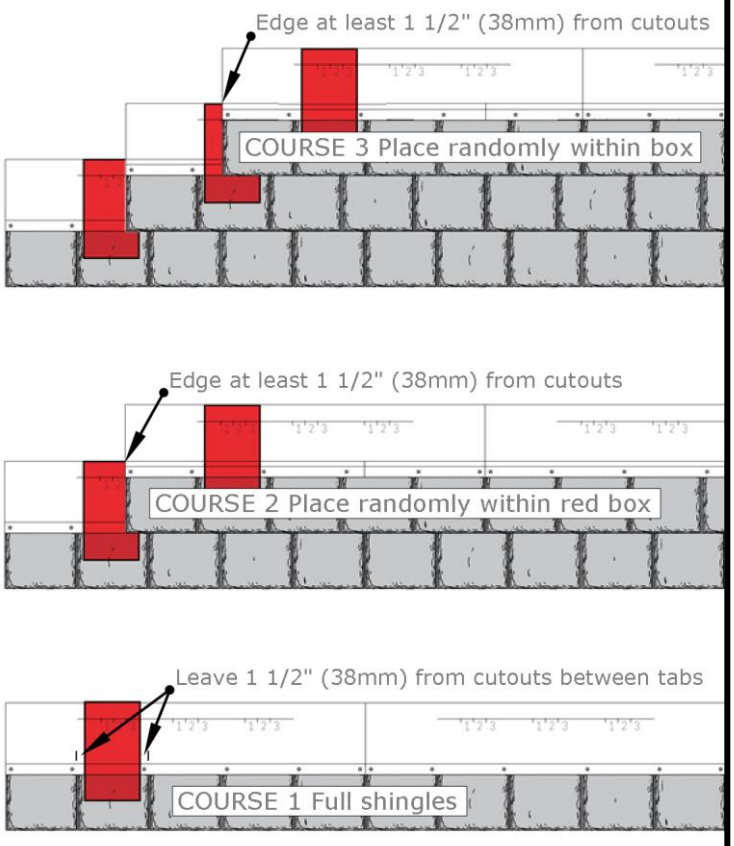
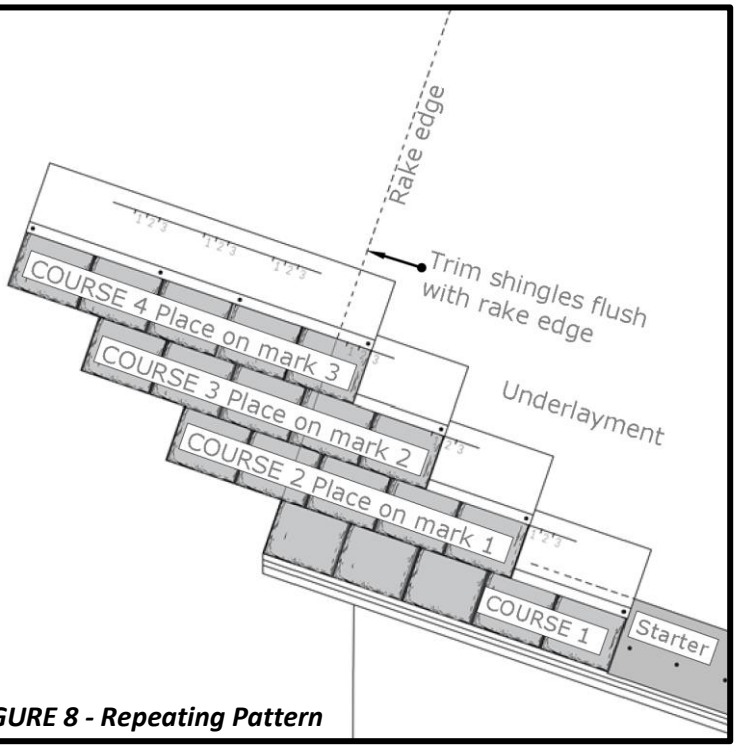
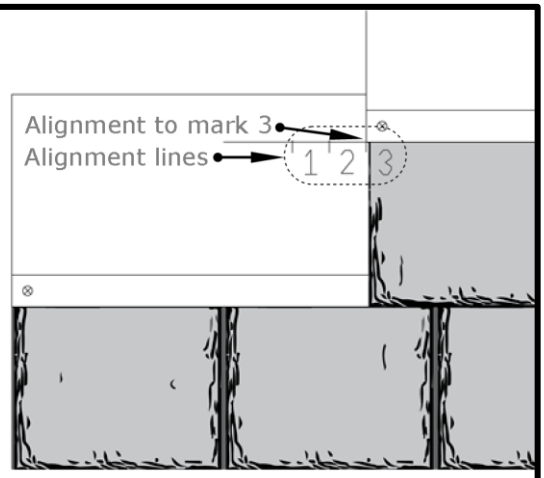

FIGURE 7 - Random Pattern
FIGURE 8 - Repeating Pattern
FIGURE 9 - Shingle Alignment
- In order to achieve the most realistic look, a random offset is preferred, as shown in **Figure 7**. A repeating offset, as shown in **Figure 8**, is also acceptable. If a repeating pattern is used, it is possible that the tab cutouts could line up at some angles when viewed from the ground. For the best appearance, the method used should be consistent on all slopes.
- Irrespective of the method used, trim shingles flush with the rake edge. See **Figure 8**.
- **COURSE 2** - Place shingles in a diagonal offset pattern. Use the horizontal reference lines on the shingle to provide a random offset distance. Be sure to keep the edge of the shingle at least ***1 1/2" (38mm)*** from the cutout on the shingle below. See **Figure 7**.
- Establish the overall diagonal method or stair-step effect. See **Figure 8**. Ensure proper placement of shingles on the alignment lines. See **Figure 9**.
- For the REPEATING PATTERN method, place the edge of the shingle on the alignment line. See **Figure 9**.